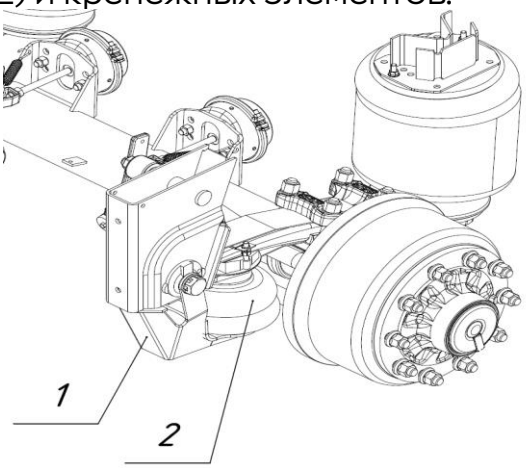

Рис. 2.13 - Механизм подъёма оси
Полуприцепы с пневматической подвеской оснащаются функцией подъёма первой оси (для типа 928010). Полуприцепы с пневматической подвеской оснащаются функцией подъёма либо первой и четвёртой оси, либо первой и второй оси (для типа 928111) с помощью двустороннего механизма подъёма (рис. 2.13), состоящего из кронштейна (1), пневмоподушки (2) и крепёжных элементов.